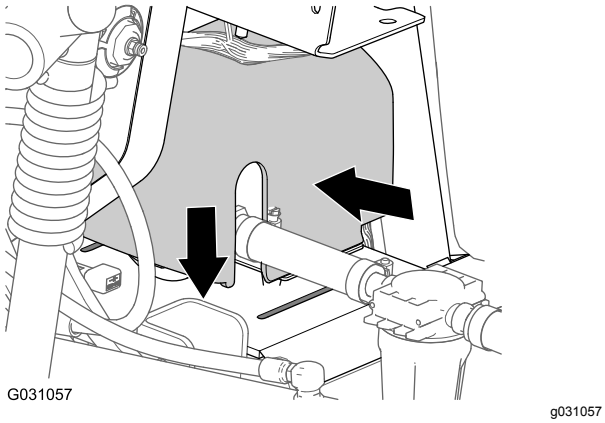

Figur 239
2. Rikta in sköljpumpskåpan över sätesplattan till sköljpumpen (Figur 239).
3. Tryck samman sidorna på sköljpumpskåpan och rikta in kåpans flikar mot sätesplattan (Figur 239).
4. För in flikarna i skårorna och släpp sidorna på kåpan (Figur 239).